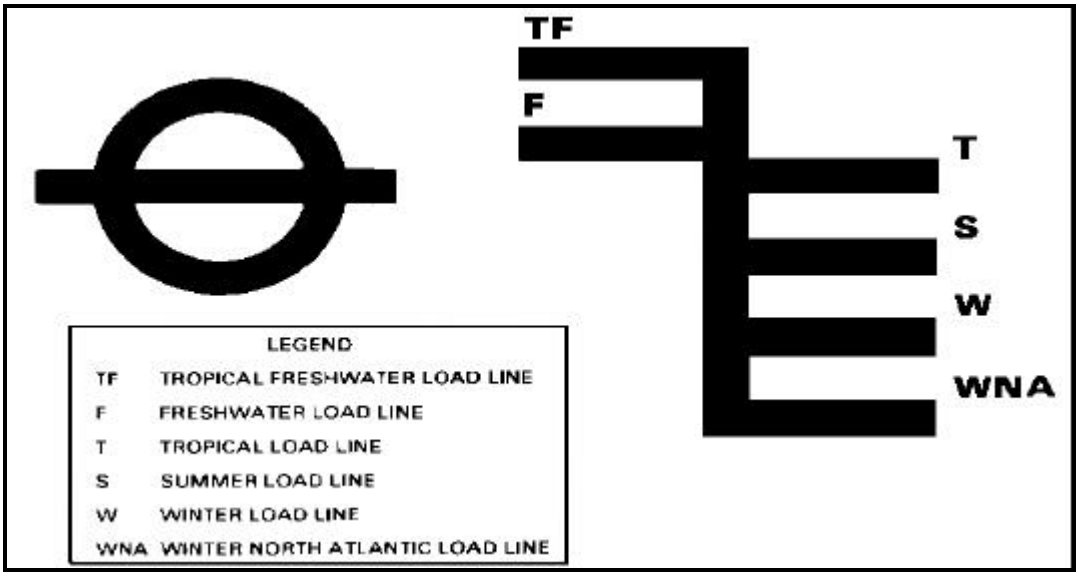

Figure 4-8. Load-line markings
• Load Line. The load line is the line that shows the maximum mean draft to which a vessel may be lawfully submerged. It is the lower limit of the freeboard for different conditions and seasons. Freeboard is the vertical distance amidships from the upper edge of the deck line to the upper edge of the load line. Load lines, set by proper authority, must be permanently and clearly marked on the vessel next to the load lines (Figure 4-8). The disk must be amidships below the deck line. The authority responsible for assigning load lines may be shown by letters, such as A-B for American Bureau of Shipping, alongside the disk and above the centerline. International load line certificates, issued by the Coast Guard, certify that the load line is correct. The horizontal lines mark the maximum load line for different conditions and different seasons.